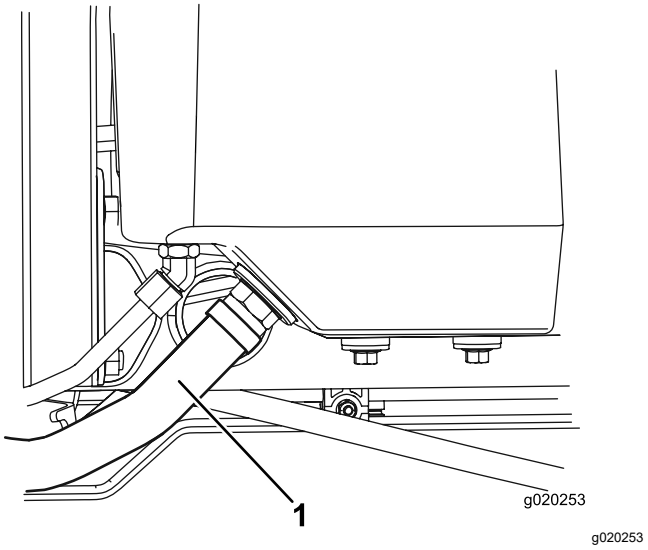

Figur 81
2. Frakobl den store hydraulikslange (Figur 81) fra beholderen, og lad hydraulikvæske løbe ned i en drænbakke.